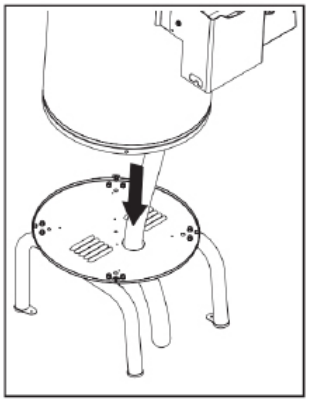

Abb. 12.
- Führen Sie den Ablaufschlauch in die Öffnung am Boden der Maschine ein (Abb. 12).